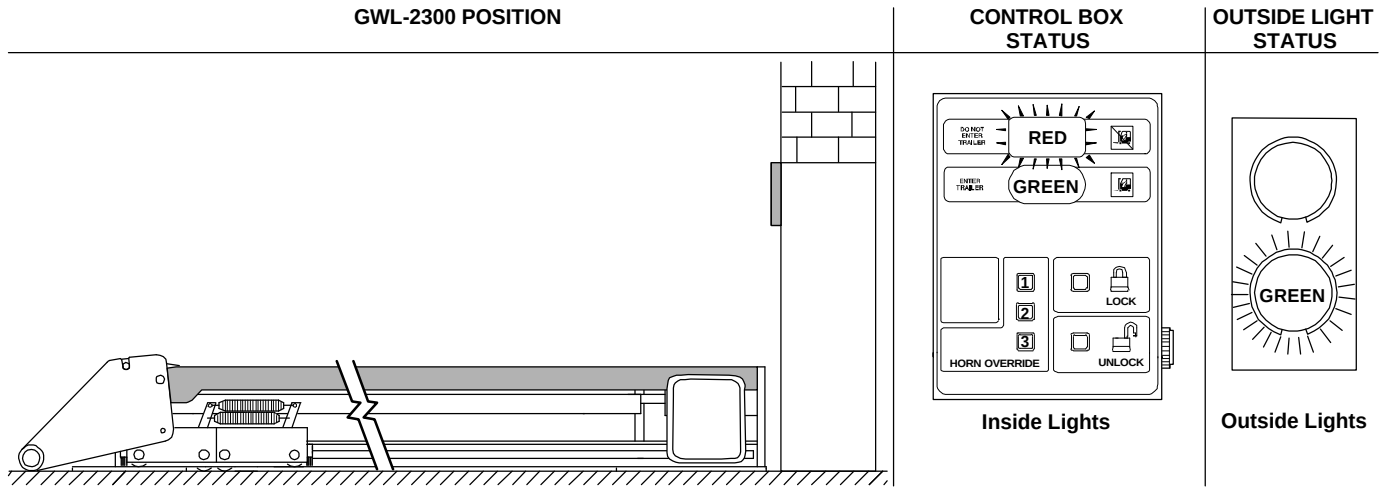

FIGURE 15 - STORED POSITION, INSIDE RED LIGHT AND OUTSIDE GREEN LIGHT
2. INSIDE light flashing RED, which indicates that loading or unloading is not permitted, since the truck is not secured against the building. See Figure 15.